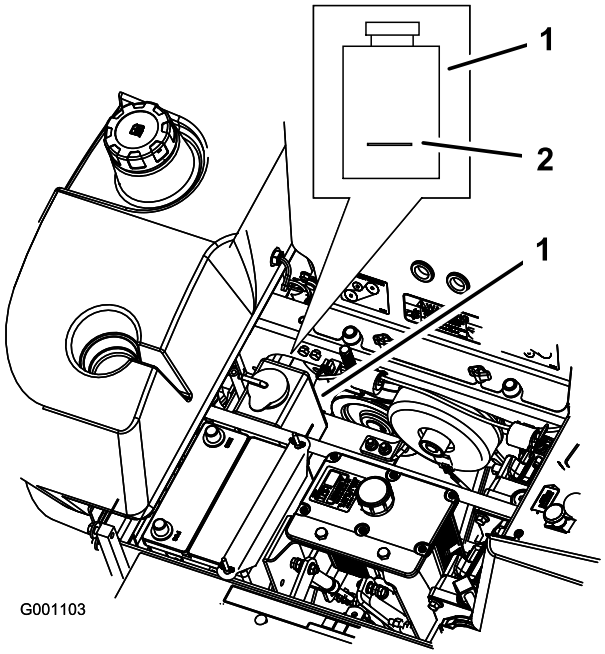

Figur 64
3. Når motoren er avkjølt må du kontrollere nivået i overflytsflasken. Væsken bør nå opp til kulen på utsiden av overflytsflasken (Figur 64).
4. Hvis kjølevæskenivået er lavt, fyll på en 50/50-blanding med frostvæske for forlenget levetid og vann til overflytsflasken (Figur 64).
5. Fyll på 50/50-kjølevæskeblandingen til overflytsflasken og fyll opp til indikatorlinjen på flasken (Figur 64).